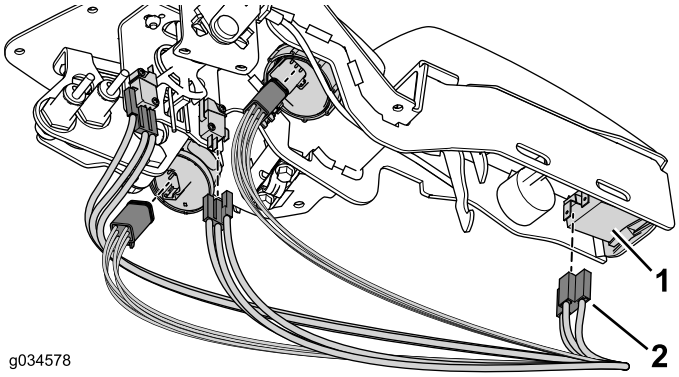

Figura 30
5. Collegate il cablaggio preassemblato ai raccordi appropriati (Figura 30).